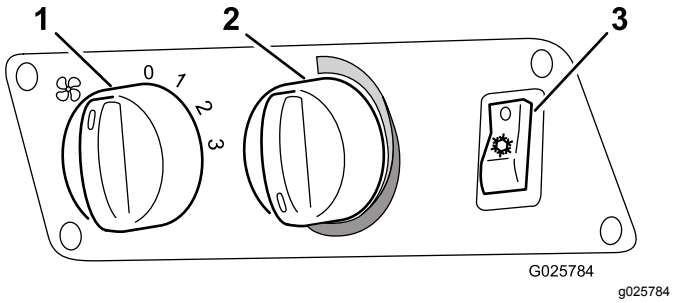

Figur 6
2. Tryck på strömbrytaren för fläkten (Figur 6).
3. Slå på luftkonditioneringsomkopplaren (Figur 6).
4. Ställ in temperaturvredet (Figur 6) till maximal kyla (vrid det moturs så långt som möjligt).